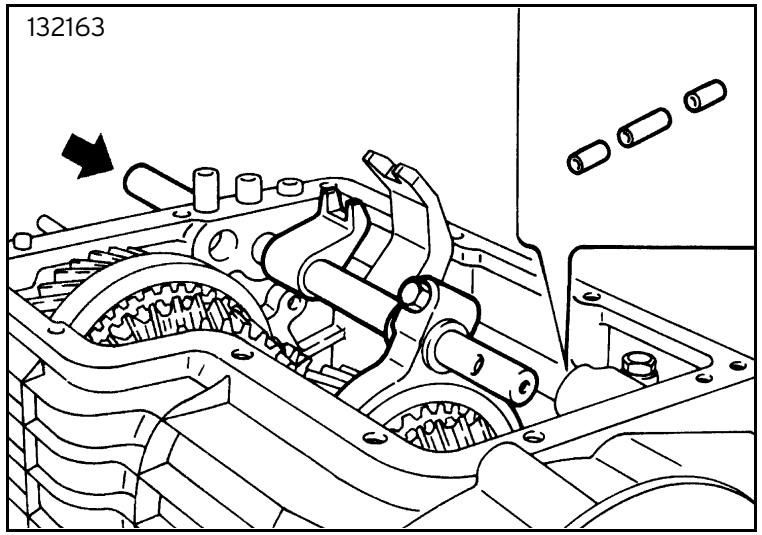

Fig. 64
- fit the pins that prevent simultaneous engagement of two gears into their seat, then fit the II/III control rod with its ratchet and fork (figure 64);